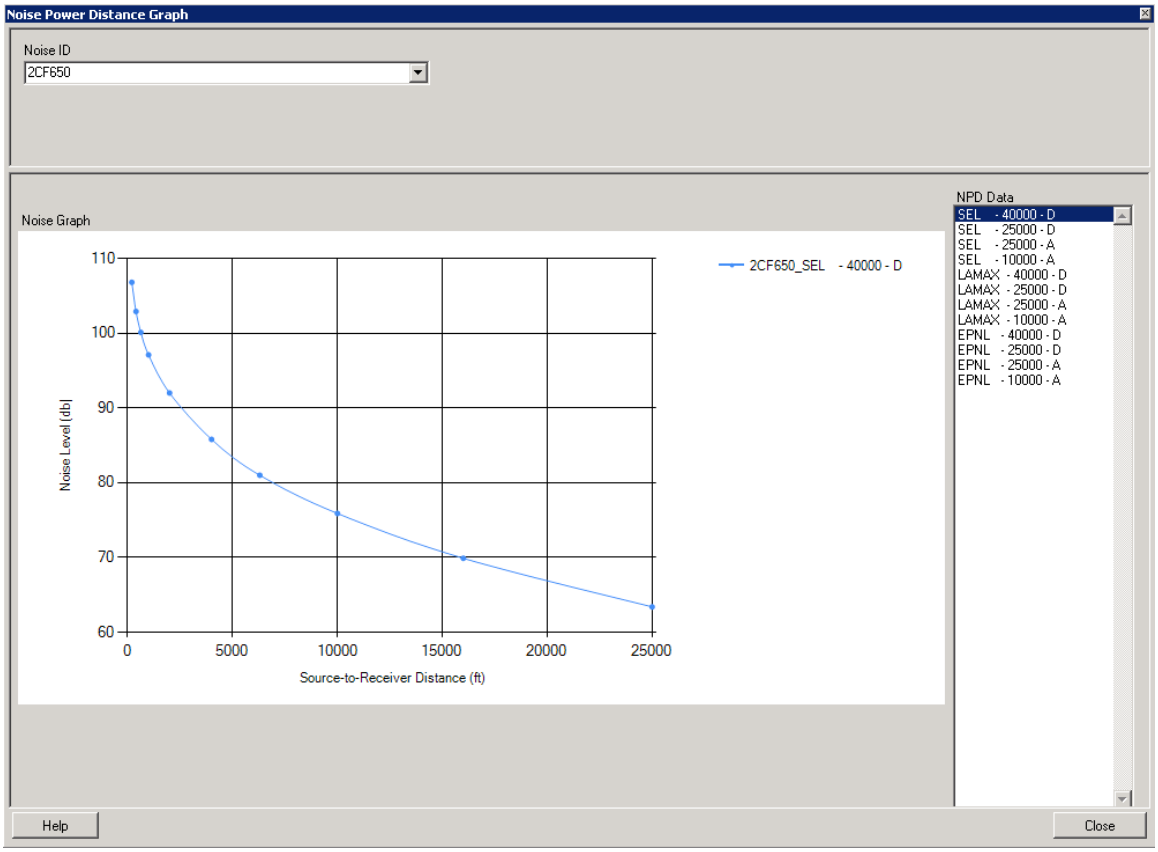

Figure 8-3 Noise Power Distance Graph Dialog Box
1. From the menu bar select *Results*, *Noise Graph*. The *Noise Power Distance Graph* dialog box will open (Figure 8-3).
1. From the menu bar select *Results, Change Analysis*. The *Change Analysis & Impact Evaluation* dialog box will open (Figure 8-3).